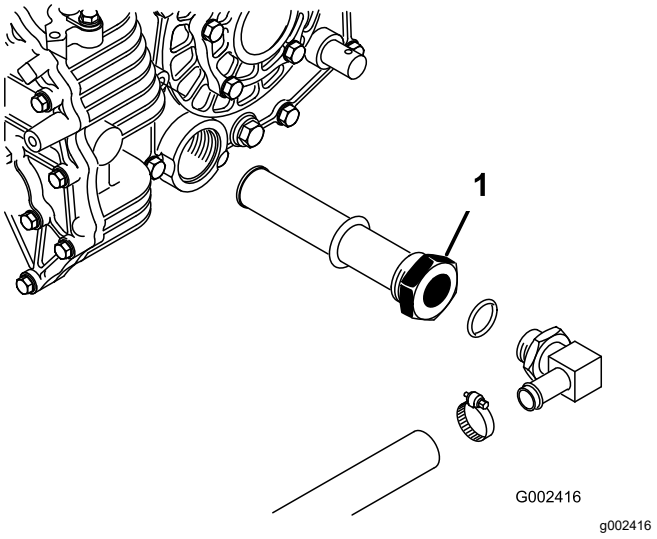

Figura 64
5. Observe la orientación del tubo hidráulico y del codo de 90° conectado al filtro en el lateral del depósito (Figura 64).